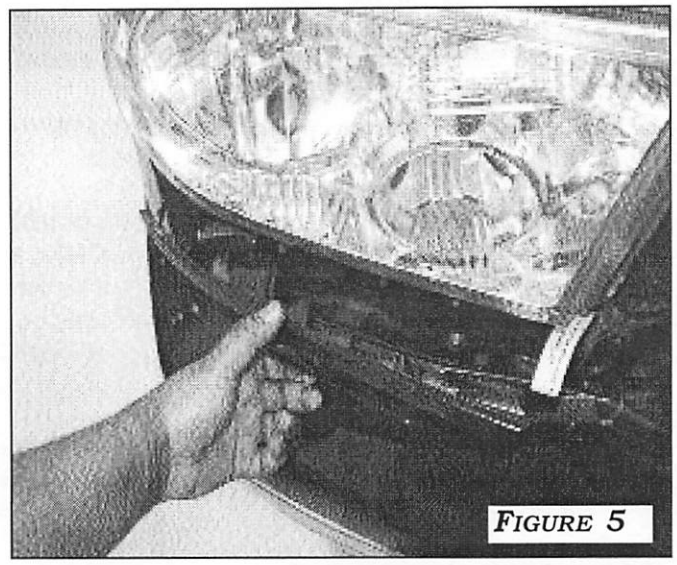

Figure 5
1. Mount the DRL assemblies in reverse order of removal of headlight trim panels. Observe the parts to make sure "L" is mounted on the left and "R" is mounted on the right. **Figure 5**